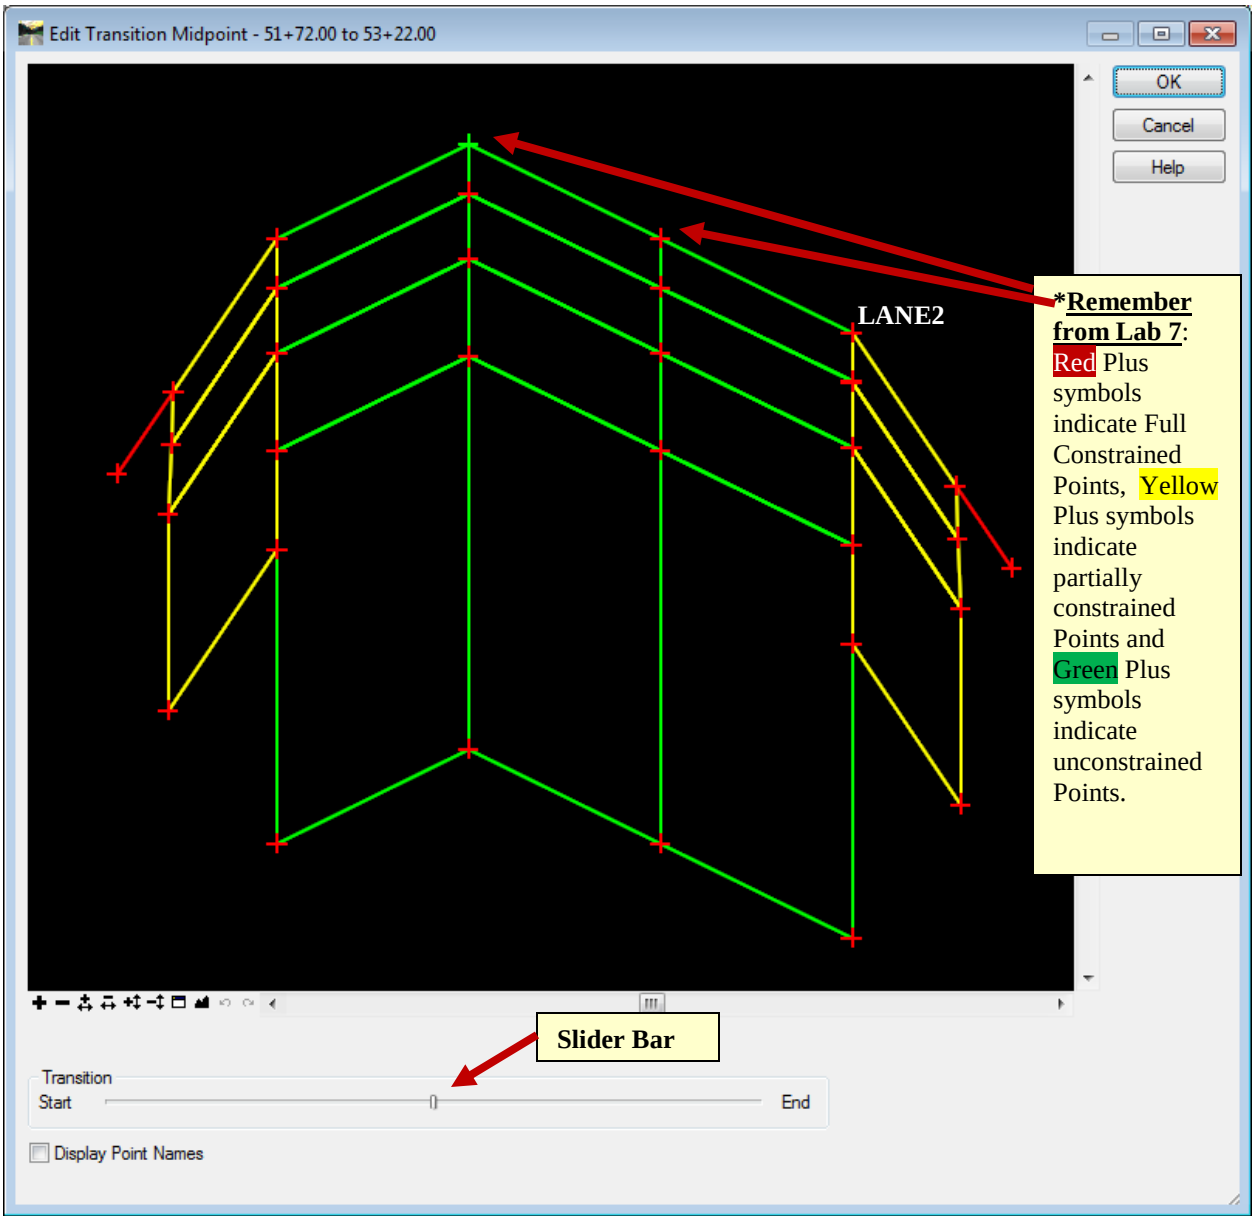

Figure L8-23 Edit Transition Midpoint
- Click **OK** to close the **Reminder**. The **Edit Transition Midpoint** Window opens as shown in *Figure L8-23*.
34. **The Reason the Transition did not occur properly is because the Turn Lane is Fully constrained, as can be seen by the Red Plus on the Point LANE2 identified in *Figure L8-23*. Edit the Point Constraints to allow the Transition to occur.**
- In the **Edit Transition Midpoint** Window, double click the point **LANE2** identified in *Figure L8-23*.